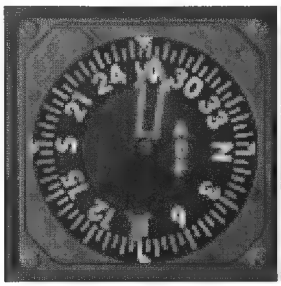

Figure 5.30: Turning to track WOD NDB 270 degrees bearing To
Fly the runway heading until 580 feet AGL. Once clear of 580 feet AGL, set the autopilot to NAV mode. It will intercept LON R-260 degrees. We'll track that outbound until 7 DME out, when we'll make a right turn towards WOD and track WOD NDB bearing 273 degrees inbound (TO). The ADF is located to the lower right of the HSI. You'll know to turn when the green ADF needle points to 273 degrees, as shown in Figure 5.30. At this point you can either hand fly to WOD or place the autopilot into HDG mode (take it out of NAV mode first). (We set it earlier to turn to 273 degrees.)